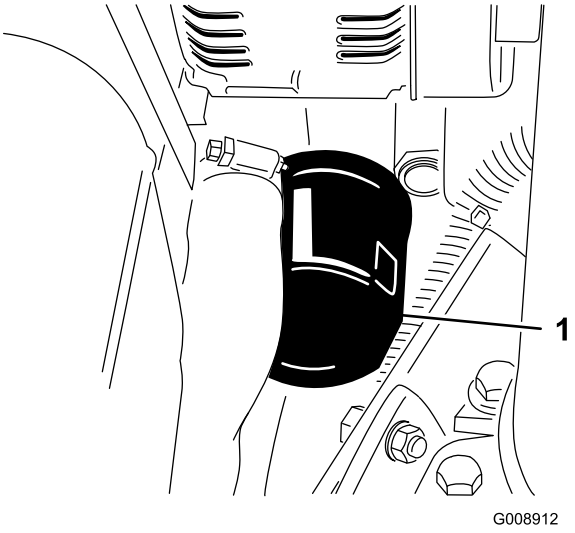

Figura 62
2. Retire el filtro de aceite (Figura 62).